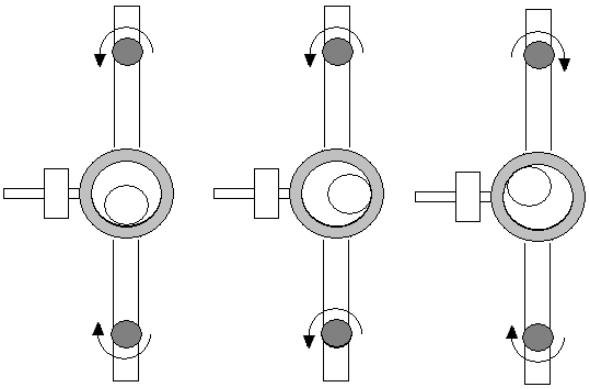

Fig. 3 Ausrichtung des Drehsystems
- Mittels der Justierschrauben (g und m) ist eine Korrektur der Neigung zweier Ebenen möglich (siehe Fig. 3).